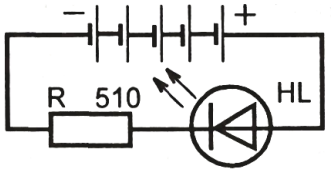

Рис. 4-1-2
2. Надежно соедините разноименные электроды элементов проводами, как показано на рис. 4-1-2, а, б, и, подключив к свободным выводам светодиод, наблюдайте его свечение.